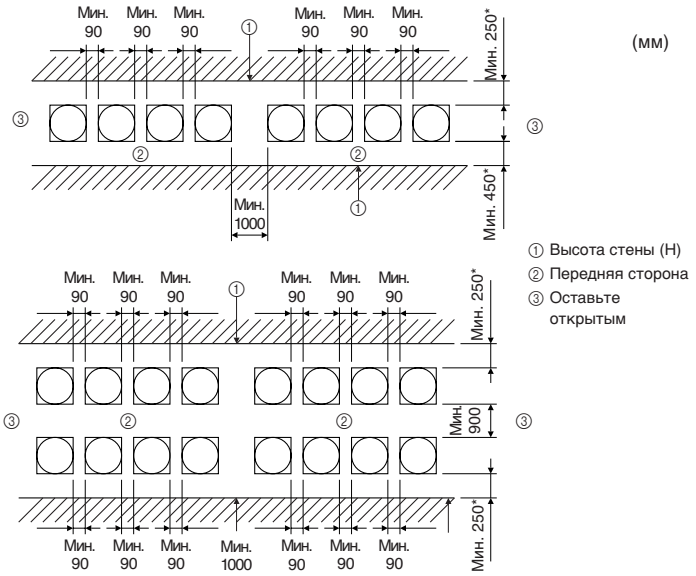

Fig. 2-8
2.4.2. При установке нескольких наружных приборов (Fig. 2-8)